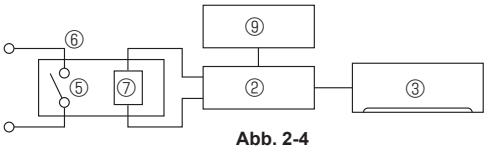

**Abb. 2-4**
**Ausgabe der Betriebszustandsanzeige (Abb. 2-4)**